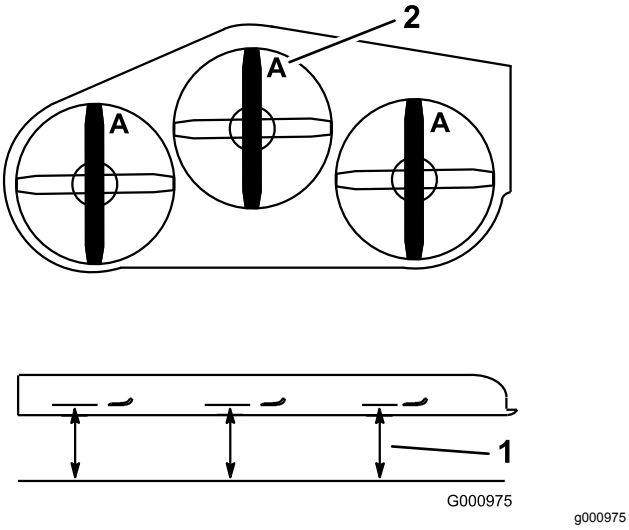

Figuur 101
4. Meet de afstand tussen een horizontaal oppervlak en de snijrand, stand **A**, van de messen (Figuur 101).